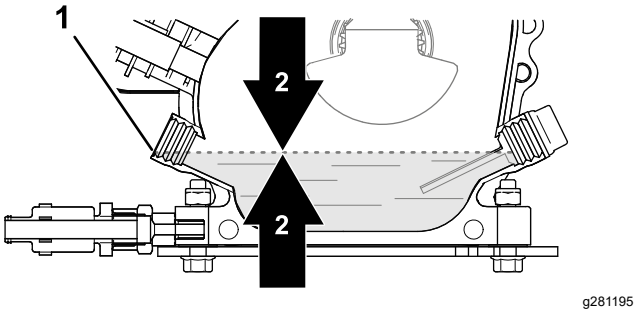

Figur 28
4. Kontroller oliestanden (Figur 28).